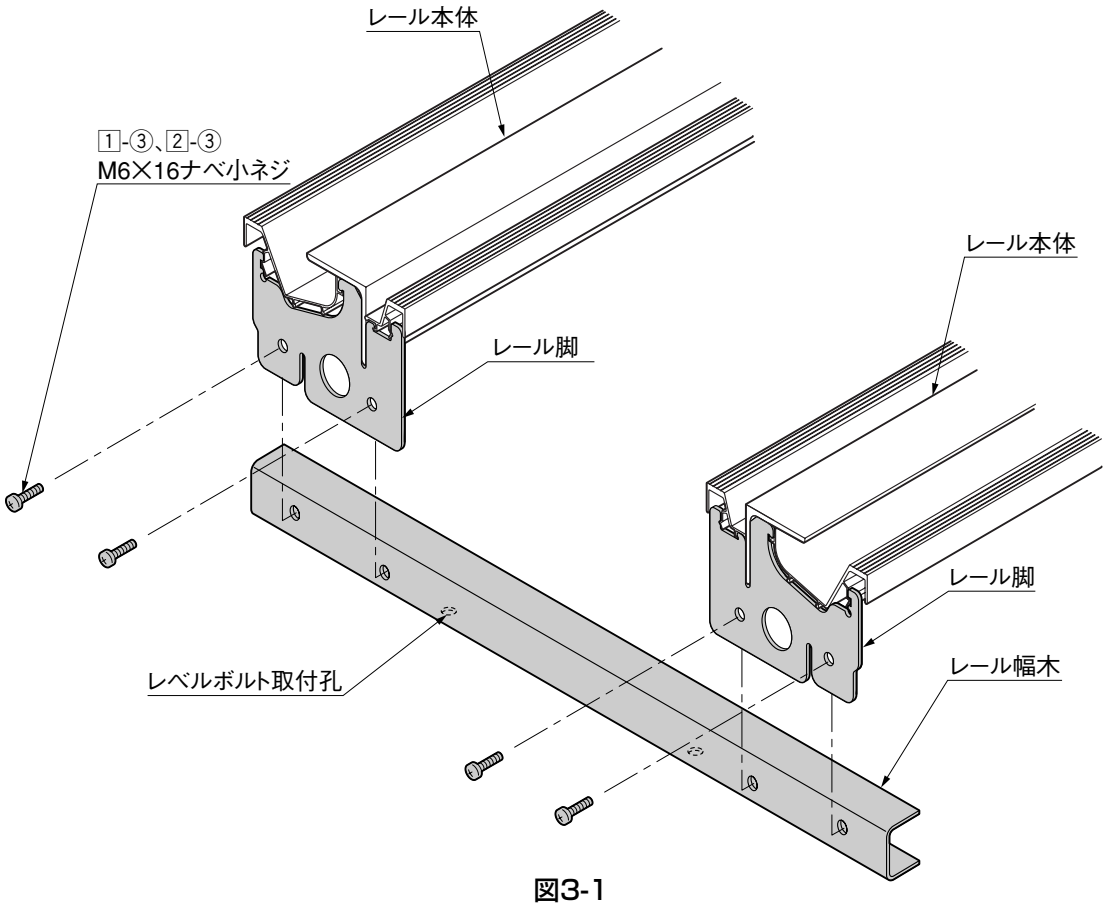

図3-1
❶ レール本体のレール脚部分に1-③(2-③)でレール幅木を取付けてください。レール幅木はレベルボルト取付孔が下向きになるように取付けます。(図3-1参照)